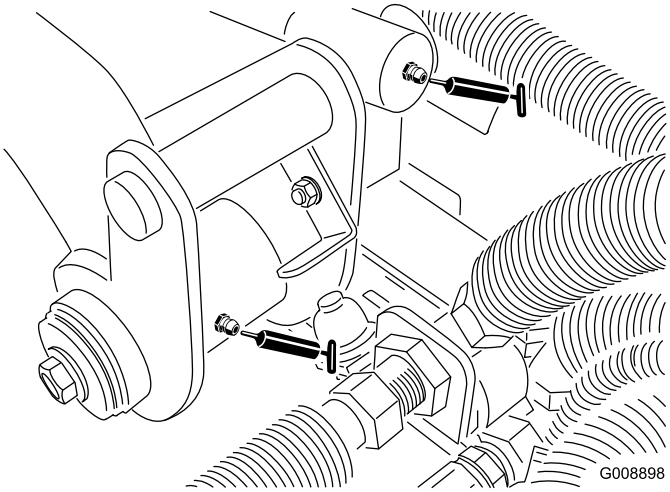

Figur 51
- Bakre løftearmstapp og løftesylindere (2) (Figur 51)